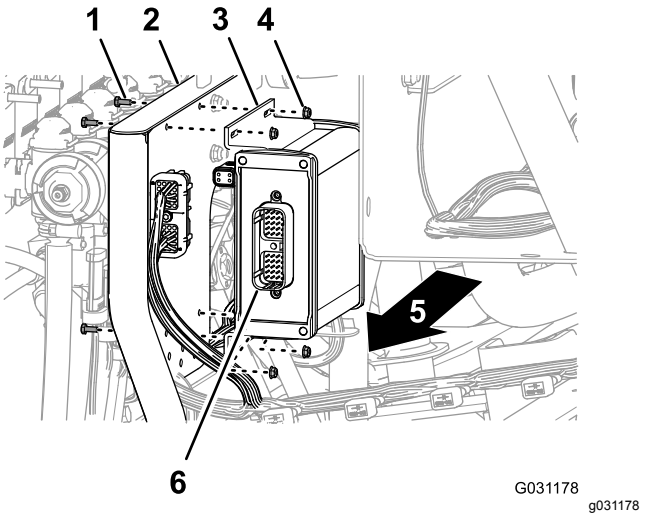

Figur 160
1. Innrett sprederkontrollerens forside mot ventilmonteringen med kontakten med 40 pinner utover (Figur 160).
2. Monter sprederkontrolleren til ventilfestet (Figur 160) med fire bolter (4 x 10 mm) og fire flenslåsemuttere (4 mm).